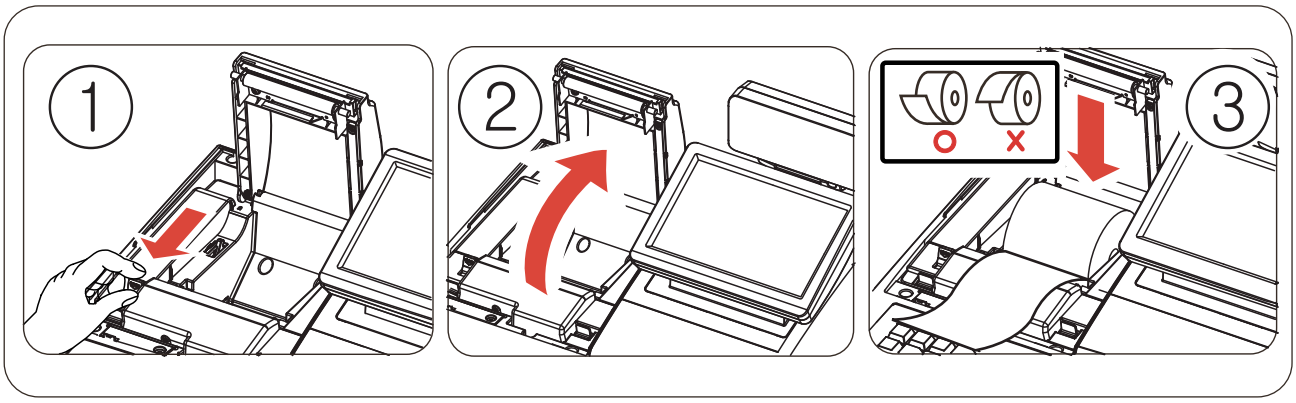

Figure 3-2 Paper Installation (SPS-530)
2. Pulling the Orange Lever will open paper cover in Figure3-2-①.
3. Ensure that the paper is being fed from the bottom of the roll. Place the roll into the concave bottom of the printer. And put the leading edge of the paper over the printer in Figure3-2-②.